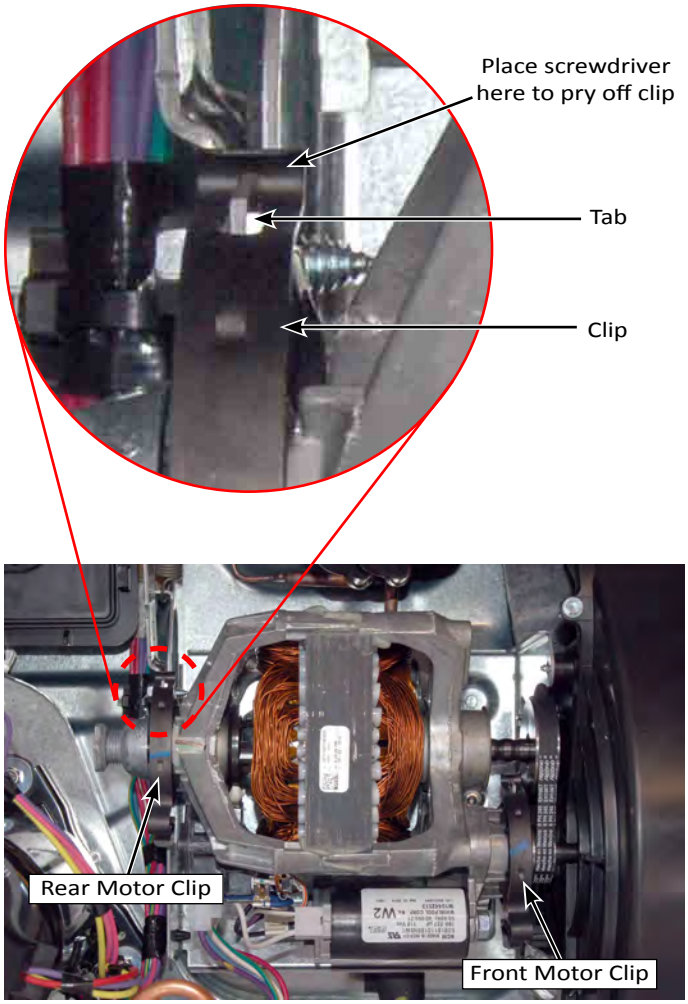

Figure 2
9. Locate the front and rear motor clips as illustrated in Figure 2 below. Using a small flat blade screwdriver, insert the blade of the screwdriver into the pocket at the tip of the clip. Pry the clips off the tab and remove.